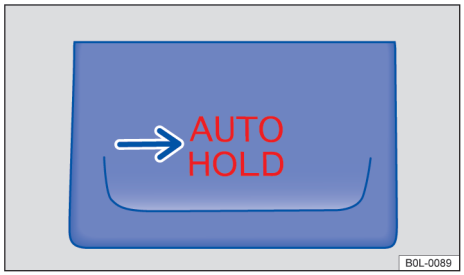

图 96 在中控台中：自动定车按钮
当按钮 AUTO HOLD →图 96 中的指示灯点亮**红色**且组合仪表显示屏中的指示灯 Ⓟ 点亮**绿色**时，自动定车功能（Auto Hold）激活。
– 按压按钮 AUTO HOLD →⚠。按钮 AUTO HOLD →图 96 中的指示灯点亮**红色**。自动定车功能（Auto Hold）已准备就绪，但未必一定可保持车辆静止 →⚠
– 按压按钮 AUTO HOLD → ⚠，按钮 AUTO HOLD 中的指示灯 →图 96 熄灭。